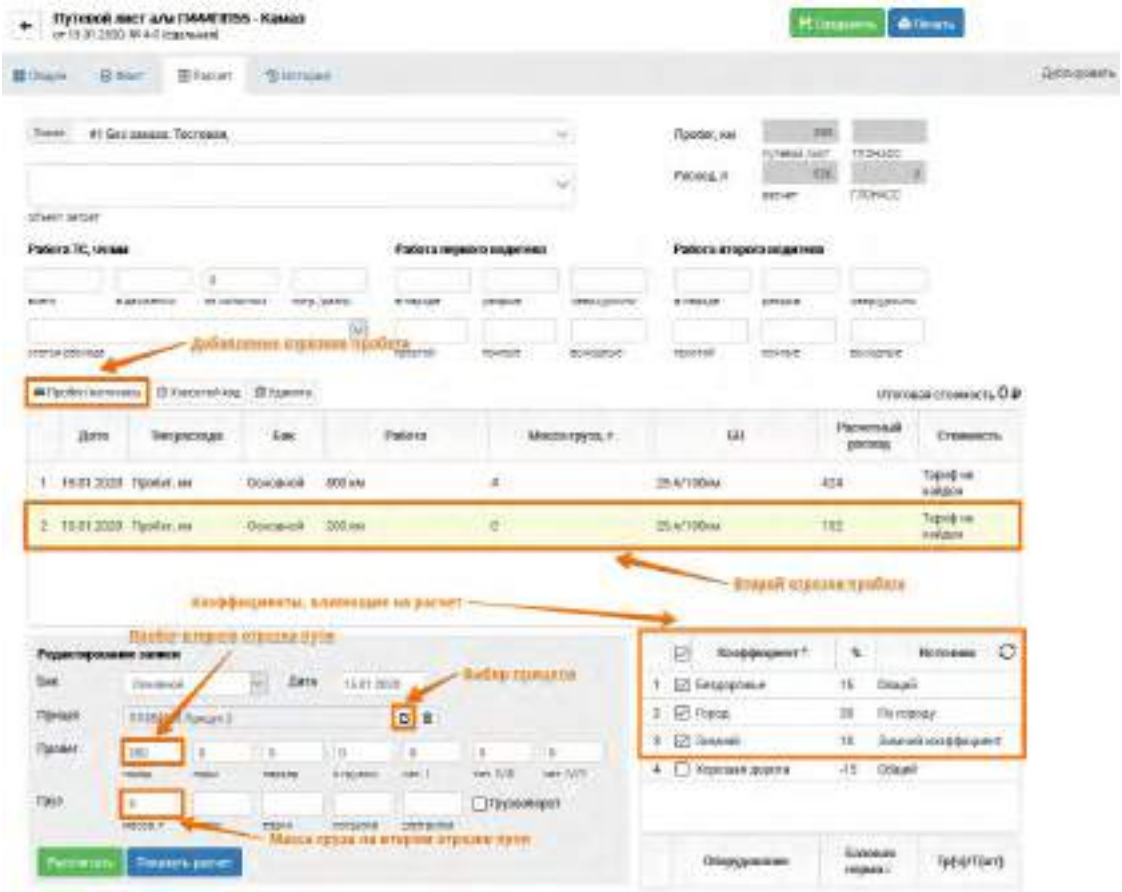

Рис. 174. Расчет ПЛ, добавление отрезка пути
2. Следующим шагом необходимо добавить второй отрезок пути, для чего на вкладке "Расчет" путевого листа кнопкой **[Пробег/моточасы]** добавляется второй отрезок пути ТС. В поле "Прицеп" выбирается Прицеп 2, поле "Город" - 200, в поле "Масса" указывается 0, необходимые коэффициенты отмечаются флажками ☑, затем кнопкой **[Рассчитать]** запускается расчет для этого отрезка пути, после добавления второго этапа пути расчет выглядит, как показано на рисунке ниже: (см. Рис. 174):